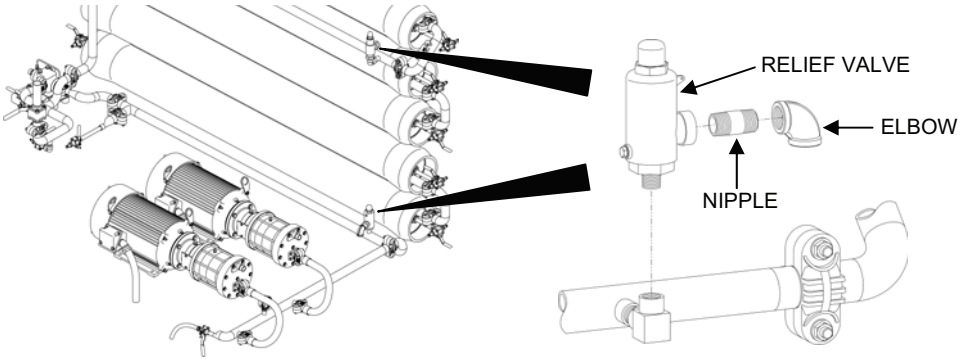

Figure 7. HP Pump Relief Valve RV-301 and RO Feed Relief Valve RV-302 Replacement.
Replace HP Pump Relief Valve RV-301 or RO Feed Relief Valve RV-302 as follows (see Figure 7):
7. Make sure that the open end of the elbow is positioned as shown in Figure 7.